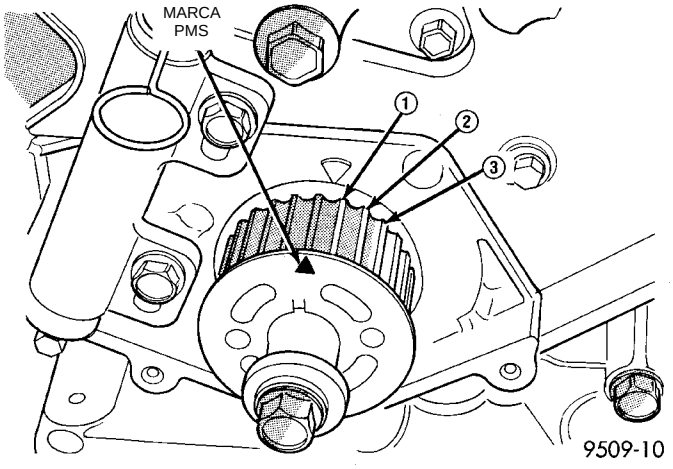

Fig. 46 Sincronización de la rueda dentada del cigüeñal
(4) Coloque la rueda dentada del cigüeñal en el PMS, alineando la rueda con la flecha situada en la caja de la bomba de aceite y después retroceda 3 escotaduras antes del PMS (Fig. 46).